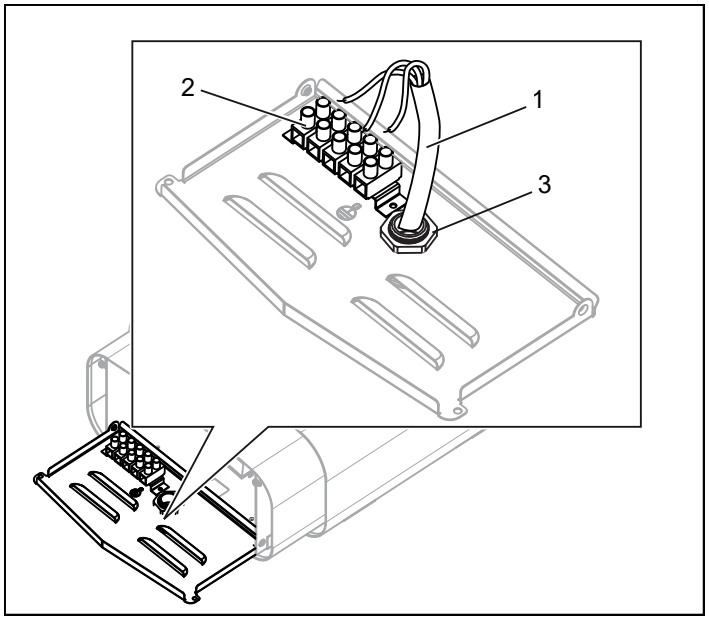
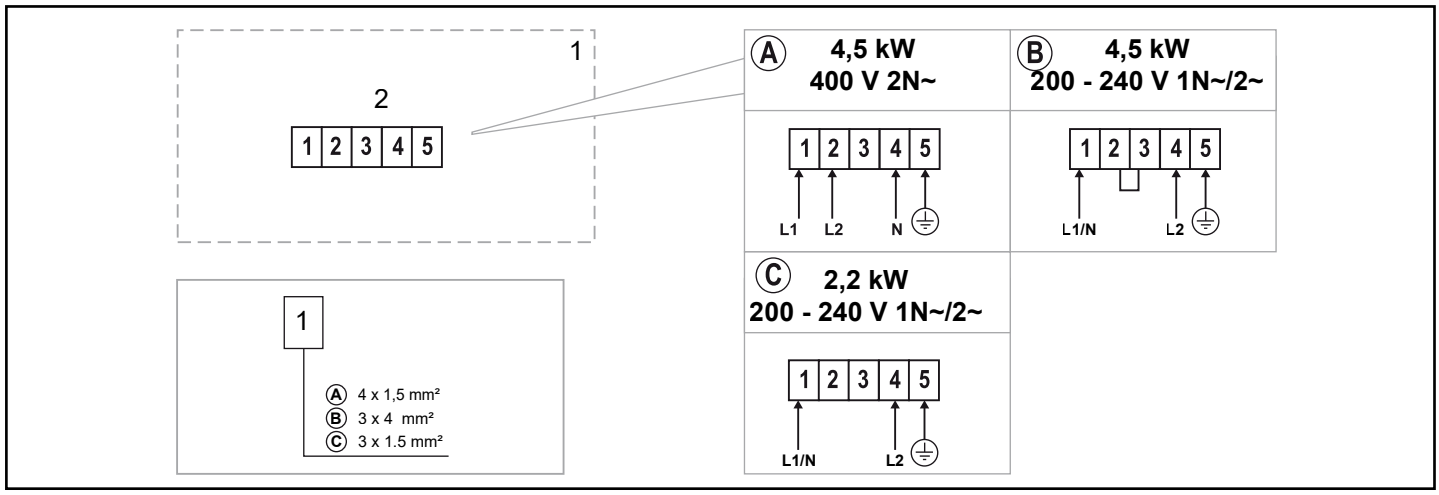

Rysunek 6: złącze
Rysunek 15: schemat okablowania
3. Przymocuj urządzenia odciążające (3) i podłącz przewód elektryczny (1) do zacisku (2) (patrz rys. 6) zgodnie ze schematem elektrycznym (patrz Schemat połączeń/okablowania, rys. 15).